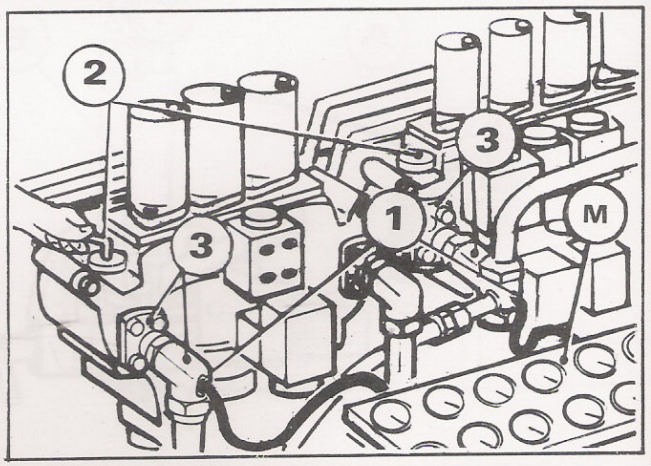

FIG. 13 REGULAGEM DA VÁLVULA DE SOBREPRESSÃO
- ao mesmo tempo, com comando acionado, controlar que o manômetro (M, fig 13), indique uma pressão de 220 bar ;